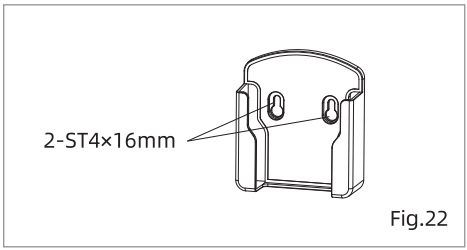

Fig.22
1. Choisissez un emplacement pratique pour placer la base du contrôleur filaire. La connexion entre le contrôleur filaire et le chauffe-eau doit être raisonnablement organisée en fonction de l'environnement spécifique. Fixez le support du contrôleur inférieur avec les deux vis ST4×16 mm fournies (Fig.22) et placez le contrôleur dans le support.